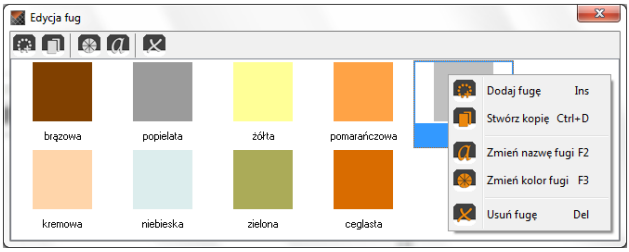

Rys. 9 – edycja fug – menu kontekstowe
- **„Edytor fug”** – ikona ta otwiera okno edycji fug, w którym użytkownik może zdefiniować kolorystykę i nazewnictwo fug, np. nazwy zgodne z nazewnictwem stosowanym przez producenta. W oknie tym można kolejno dodawać i kopiować nowe fugi, nadając im dowolne kolory z palety barw (Rys. 9). Zarówno kolory, jak i nazwy można modyfikować, przy użyciu menu podręcznego lub ikon na górnym pasku okna.